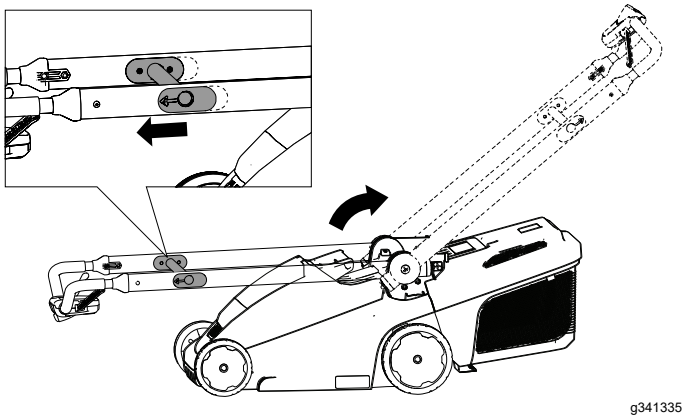

Figur 5
2. Trekk håndtakets utløsersikring mot det øvre håndtaket for å løsne håndtakslåsen (Figur 5).
3. Flytt håndtaket bakover til driftsstilling og slipp håndtakets utløsersikring (Figur 5).